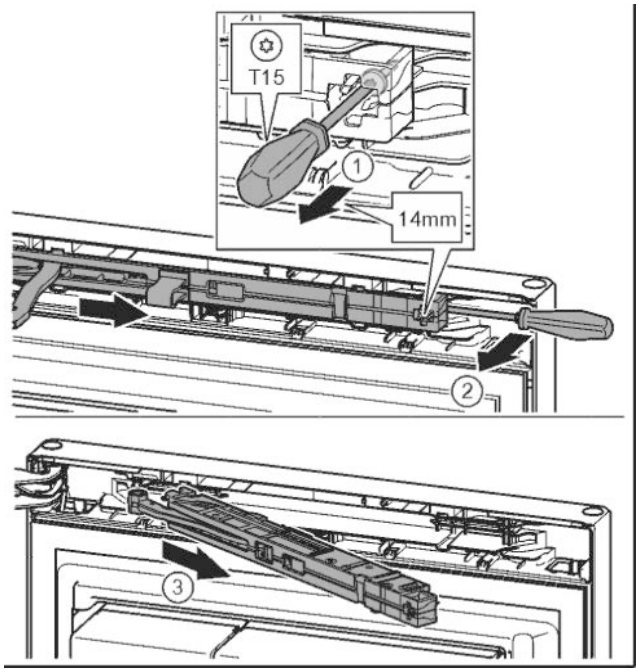

Fig. 14
▶ Ослабить винт на узле амортизатора с помощью отвертки T15 примерно на 14 мм. *Fig. 14 (1)*
▶ Отверткой со стороны ручки переместиться за узел амортизатора и повернуть вперед. *Fig. 14 (2)*
▶ Извлечь узел амортизатора. *Fig. 14 (3)*